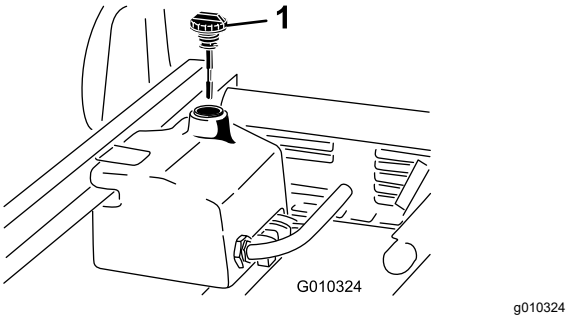

Bild 70
4. Reinigen Sie den Bereich um den Füllstutzen und den Deckel des Hydraulikbehälters (Bild 70).
6. Entfernen Sie den Peilstab (Bild 70) aus dem Füllstutzen und wischen ihn mit einem sauberen Lappen ab.